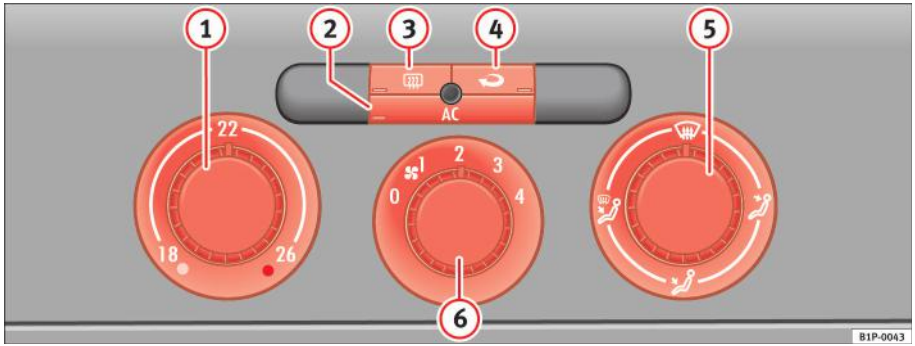

Fig. 108 Pe planşa de bord: Butoanele sistemului Climatic
– Utilizând butoanele de reglare ⇒ fig. 108 (1) şi (5) şi butonul de comandă (6), puteți seta temperatura, distribuția aerului şi turația turbinei.
– Pentru activarea sau dezactivarea unei funcții, apăsați butonul corespunzător (2), (3) sau (4). Când funcția este activată, indicatorul din colțul de jos al butonului se aprinde.
(1) Selectorul de temperatură ⇒ pagina 150
(2) Butonul AC – Pentru activarea/dezactivarea sistemului de încălzire, ventilație şi climatizare ⇒ pagina 150
(3) Butonul – Pentru încălzirea lunetei. Încălzirea va fi dezactivată automat la aproximativ *20 de minute* după activare. Poate fi dezactivată mai înainte prin apăsarea butonului.
(4) Butonul – Modul de recirculare a aerului ⇒ pagina 152
(5) Butonul pentru controlul distribuției aerului ⇒ pagina 150
(6) Comutator pentru aerotermă. Există patru trepte de viteză pentru fluxul de aer. În timpul deplasării cu viteză mică, fluxul de aer trebuie reglat la viteza cea mai redusă.
– Porniți sistemul de climatizare utilizând butonul ⇒ pagina 149, fig. 108 AC.